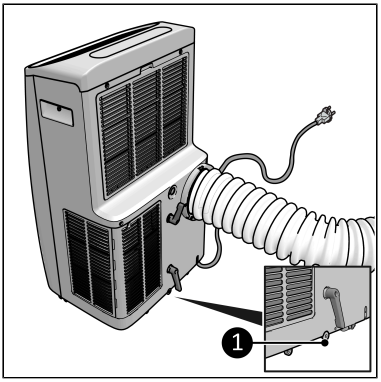

Figuur 14.
2. Als u de verwarming lang wilt gebruiken, dient u de waterafvoerslang aan te sluiten op het waterafvoerpunt (Figuur 14, pos. 1). Houd er rekening mee dat de afvoerslang een afloop moet hebben om het water te laten afvoeren. Er is geen pomp!